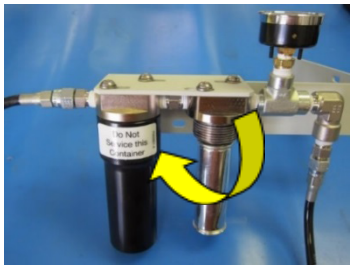

Figura 24: Scoaterea cartușului cu filtru de agent deshidratant
3. Scoateți cartușul cu filtru de agent deshidratant rotindu-l doar cu mâna în sensul invers acelor de ceasornic. Consultați Figura 24 de mai jos.